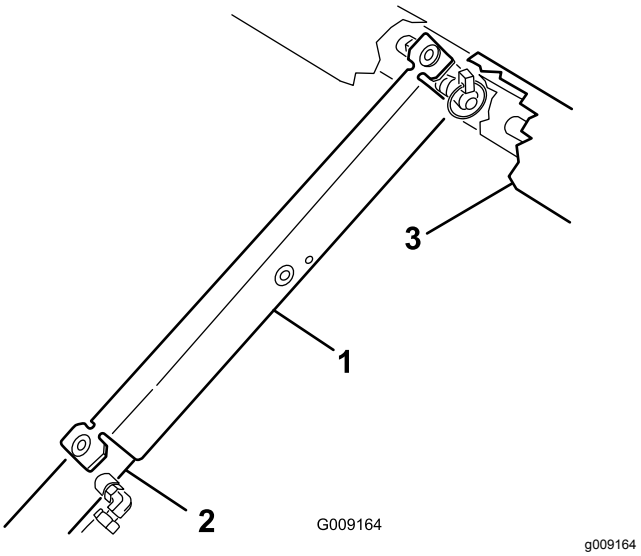

**Figur 12**
9. Skyv støttepilaren for lasteplanet på sylinderstangen. Påse at pilarendene hviler på enden av sylinderløpet og sylinderstangen (Figur 12).